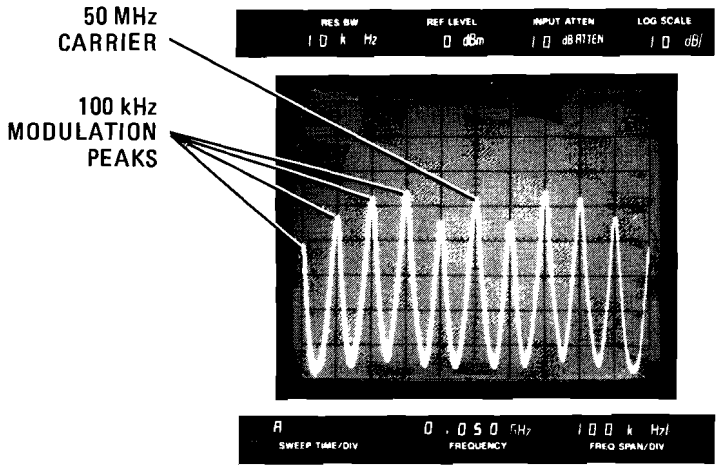

Figure 5-38. Spectrum Analyzer Display with 100 kHz FM
h. Center 50 MHz carrier frequency on spectrum analyzer CRT display, set 8640B FM switch to INT and adjust signal generator peak deviation for uniform amplitude of 100 kHz modulation peaks (Figure 5-38).